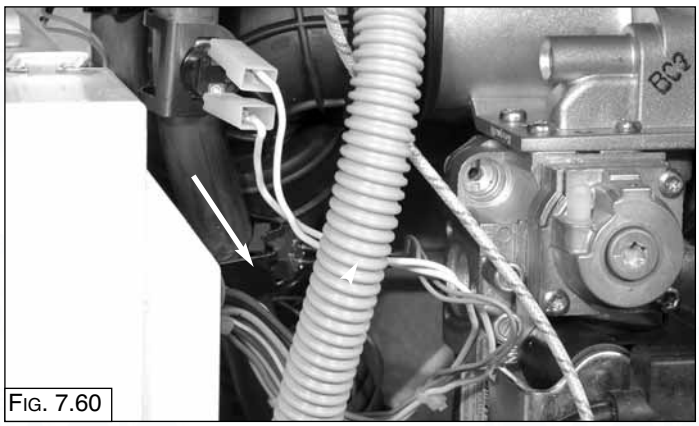

Fig. 7.60
1. Unplug the C.H. Flow temperature probe (Fig. 7.60);